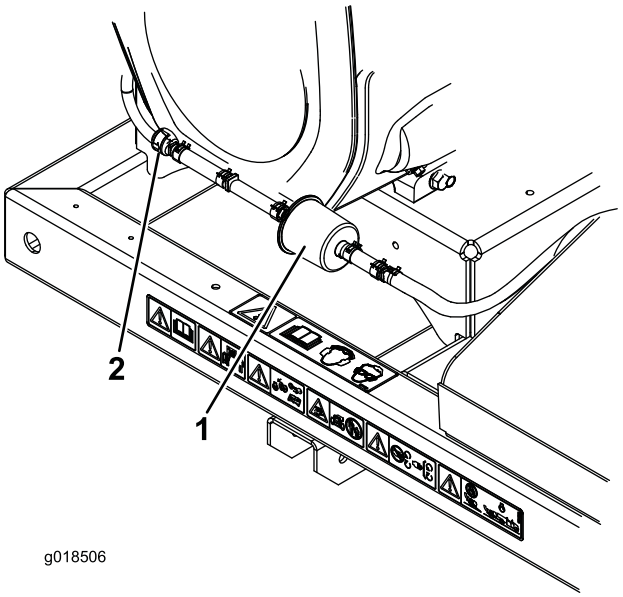

Rysunek 22
2. Odsuń od filtra sprężynowe zaciski przewodów po obu stronach filtra systemu oczyszczania węglowego pochłaniacza oparów (Rysunek 22).
3. Wyjmij i wyrzuć filtr węglowy (Rysunek 22).
4. Włóż nowy filtr, strzałką na filtrze skierowaną w stronę zaworu zwrotnego, a następnie zamocuj go za pomocą obejm przewodów (Rysunek 22).